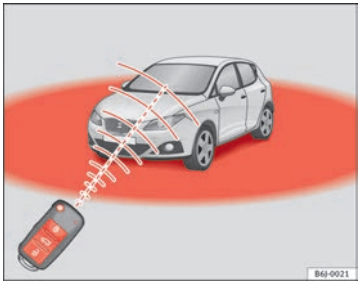

Fig. 47 Range of the remote control
Also, the battery indicator on the key ⇒ fig. 47, will flash.
- The remote control key functions only when you are within range ⇒ fig. 47.